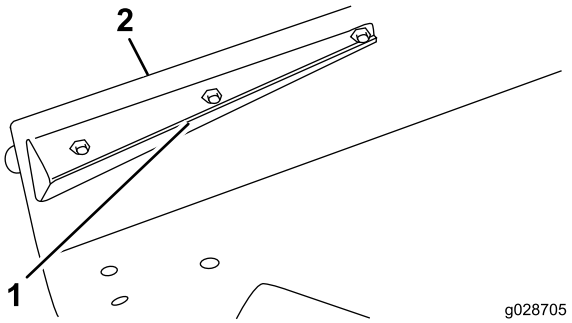

Figur 8
2. Monter enden af den forreste deflektor til skjoldet med en maskinskrue (5/16–18 x 7/8 tomme) og låsemøtrik (Figur 8).
3. Juster afskærmningen med kanten af skjoldet, og brug afskærmningen som skabelon til at markere og bore de to resterende huller på 3/8 tomme i diameter i skjoldet (Figur 8).
4. Fastgør afskærmningen til skjoldet med to maskinskruer (5/16–18 x 5/8 tomme) og to låsemøtrikker (Figur 8).